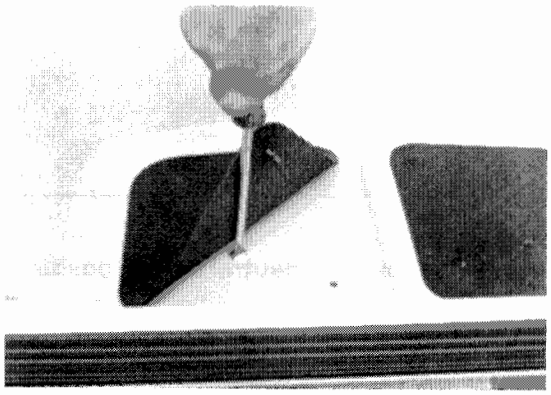

Figure 5-12
2. Remove two screws (10) and locknuts (14) located under mats in bagwell bottom **(Figure 5-12)**.